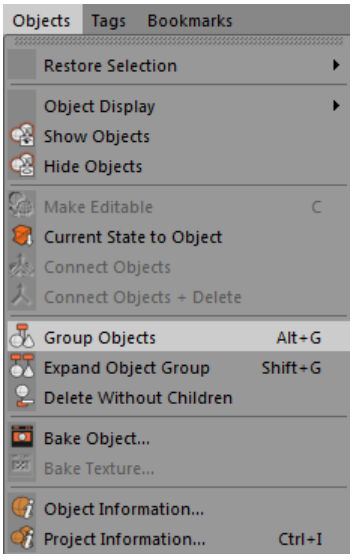

Figure 2-24 *Choosing* ***Group Objects*** *from the* ***Objects*** *menu*
13. In the Object Manager, select *Boole*, *Extrude*, and *Loft* by using the CTRL key. Next, choose **Group Objects** from the **Objects** menu in the Object Manager, refer to Figure 2-24; all selected objects are grouped and *Null* is added to the Object Manager. Rename *Null* as **Door Lock** by double-clicking its label in the Object Manager.